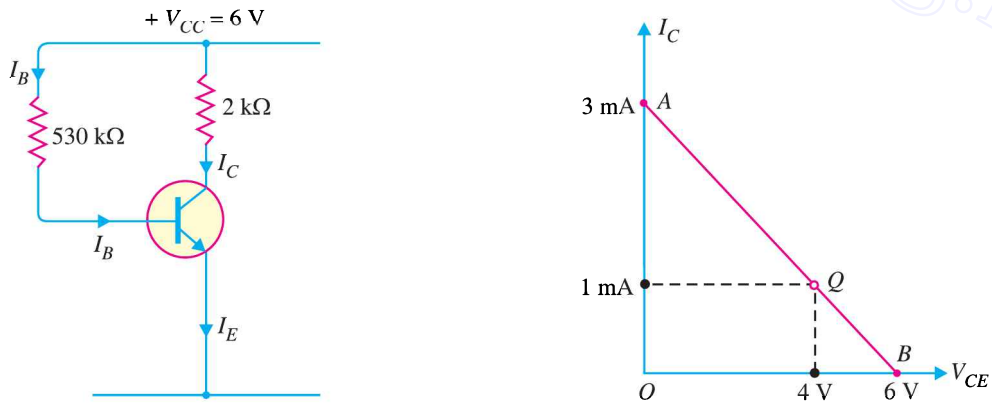

Fig. 9.8
D.C. load line. Referring to Fig. 9.8 (*i*), $V_{CE} = V_{CC} - I_C R_C$
When $I_C = 0$, $V_{CE} = V_{CC} = 6$ V. This locates the first point *B* (*OB* = 6V) of the load line on collector-emitter voltage axis as shown in Fig. 9.8 (*ii*).
When $V_{CE} = 0$, $I_C = V_{CC}/R_C = 6\text{V}/2\text{ k}\Omega = 3$ mA. This locates the second point *A* (*OA* = 3mA) of the load line on the collector current axis. By joining points *A* and *B*, d.c. load line *AB* is constructed [See Fig. 9.8 (*ii*)].